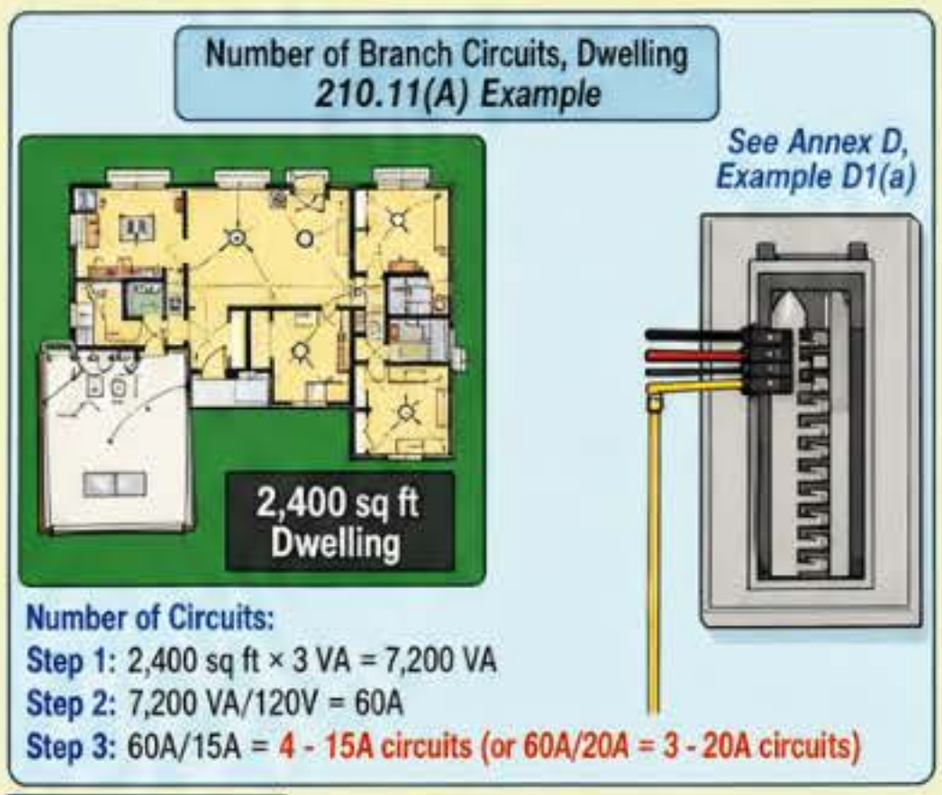

Figure 210–42
(B) Load Evenly Proportioned Among Branch Circuits. If the load is calculated on volt-amperes/square foot, the wiring system must serve the calculated load. The load must be evenly proportioned among the branch circuits within the panelboard. ▶ Figure 210–43